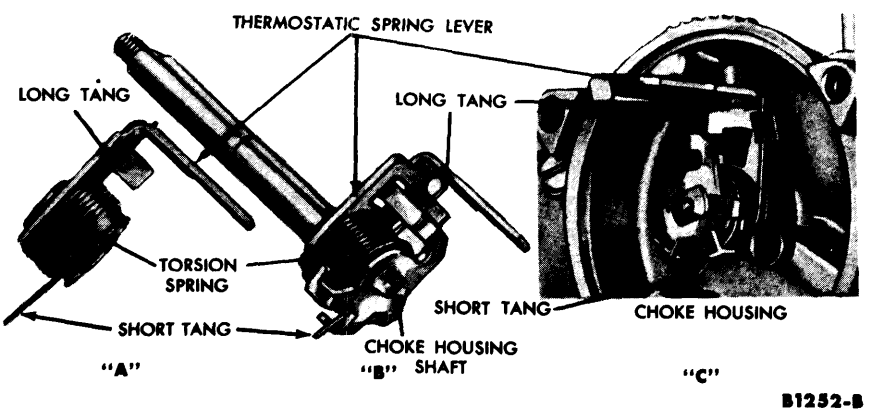

FIG. 17—Choke Housing Torsion Spring Installation
5. Position the torsion spring on the thermostatic spring with the long tang against the lug on the lever (Fig. 17-A). Slide the lever and spring assembly on the choke housing shaft with the short tang of the spring resting on the center prong of the lever
and the lug on the shaft positioned in the slot in the thermostatic spring lever (Fig. 17-B). Place the spacer on the choke housing shaft. Slide the assembly into the choke housing (Fig. 17-C). Install the retaining clip in the groove on the choke plate shaft.